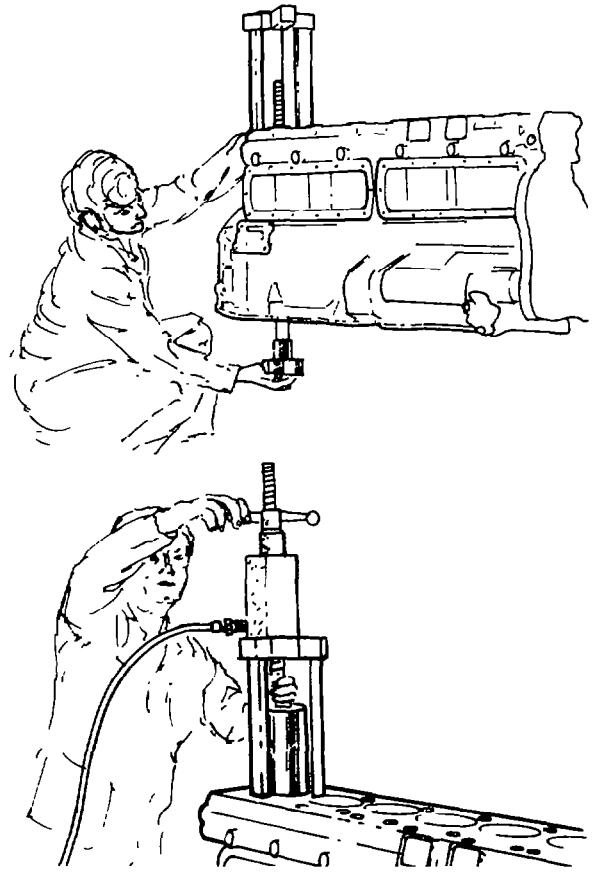

Fig. 55 — Removing Cylinder Liners
y. Use tool J-25065 to remove the cylinder liners from the engine block (see fig. 55).